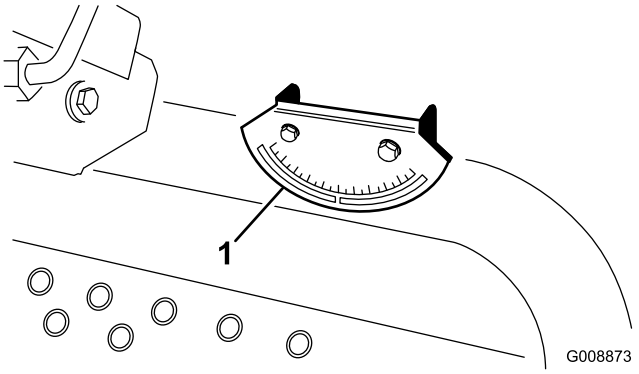

Figur 5
2. Kontrollera att maskinen står jämnt genom att placera en bärbar lutningsmätare (följer med maskinen) på ramens tvärbalk vid bränsletanken (Figur 5). Lutningsmätaren bör visa ett värde på noll grader när den avläses från förarsätet.